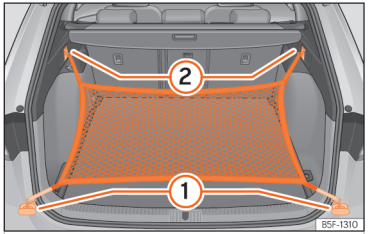

**Fig. 191** In the luggage compartment: rings ① and hooks ② for attaching the net bag.
- Secure the short net hooks to the fastening rings ››› Fig. 191 ① ››› ⚠. The bag zip should be facing upwards.
- Secure the straps in the bag hooks ②.